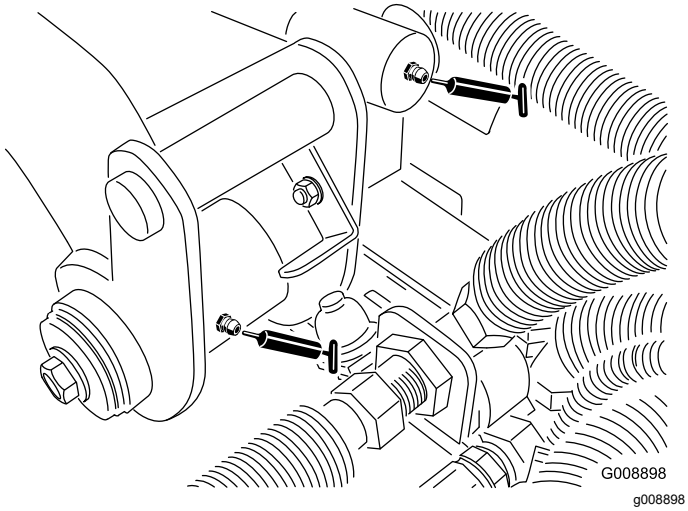

Figur 64
- Bakre lyftarmens svängpunkt och lyftcylinder (två nipplar – Figur 64)